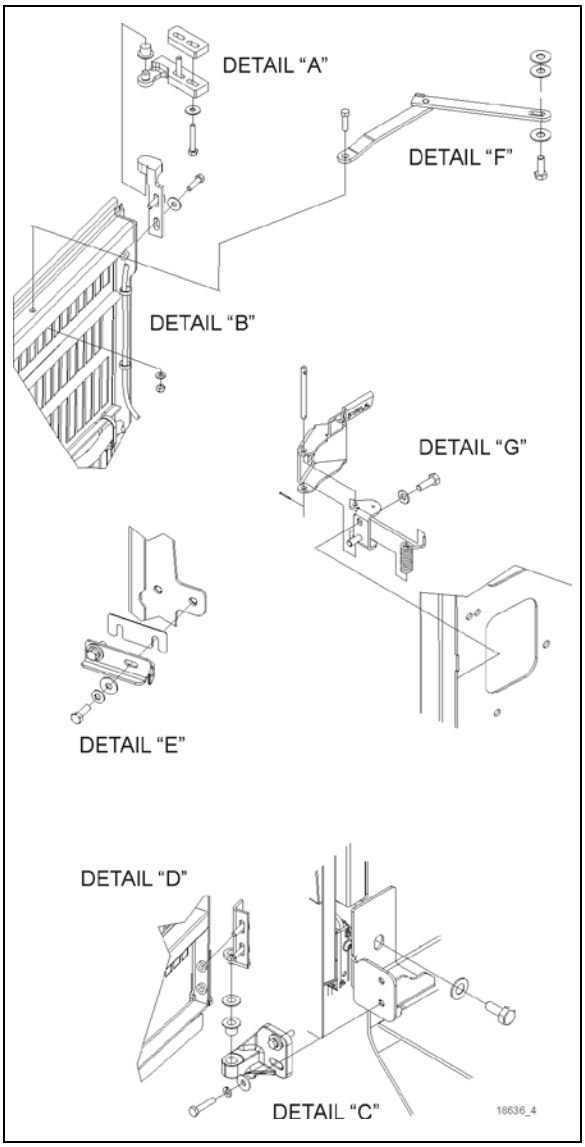

FIGURE 131: RADIATOR DOOR DETAILS
To adjust the latch mechanism (details “E” and “G”, Figure 131) and the striker pin:
5. Open the door and slightly loosen the latch tab (detail “E”, Figure 131).